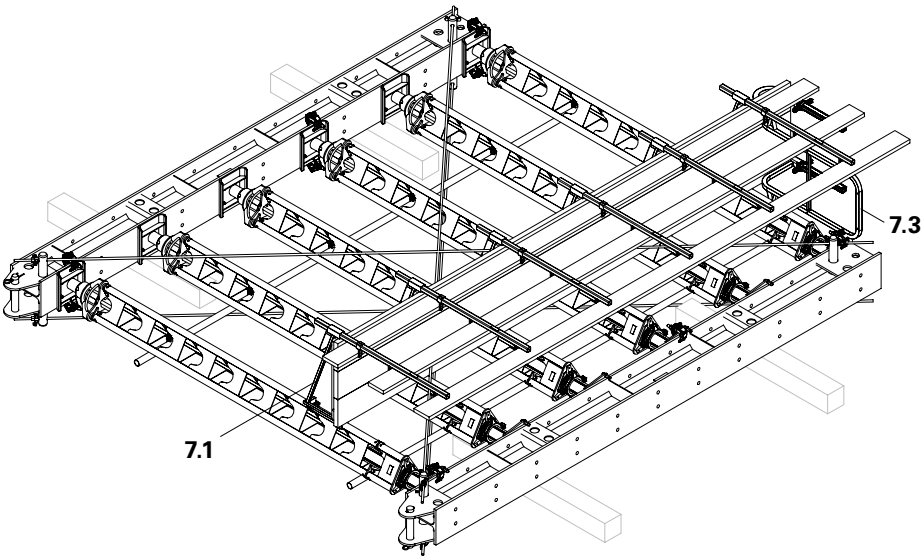

Fig. A2.11
4. Position and secure planking and handrail boards. (Fig. A2.11)